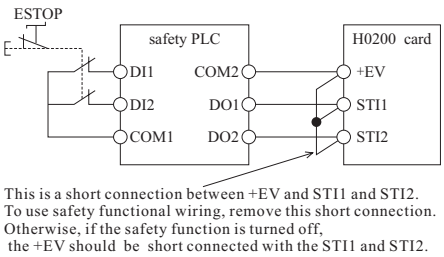

Figure 2
(1) Remove +EV,STI1,STI2 short wiring.
(2) As shown in figure 2 below, the switch ESTOP contact must be closed when normal, the frequency can output and do not abnormal.
(3) When STO mode, the switch ESTOP open. Frequency stop output, panel display E0033.